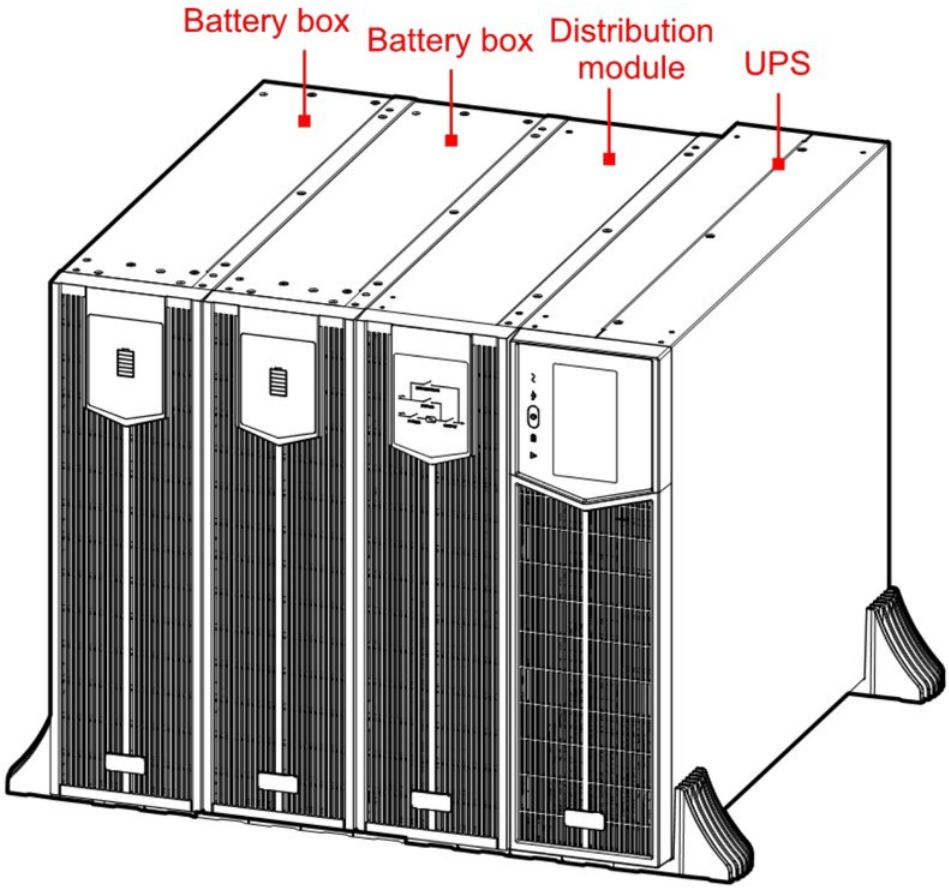

FIGURE 3-1 Tower Installation
- Tower installation: the distribution module stands to the left of the UPS, for easy cabling and operation, and the battery box to the left of the distribution module, as shown in Figure 3-1.